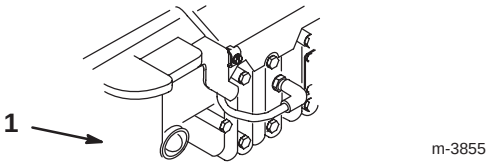

Figur 11
2. Snapsa tre gånger, vänta en sekund mellan varje snapsning (figur 11).